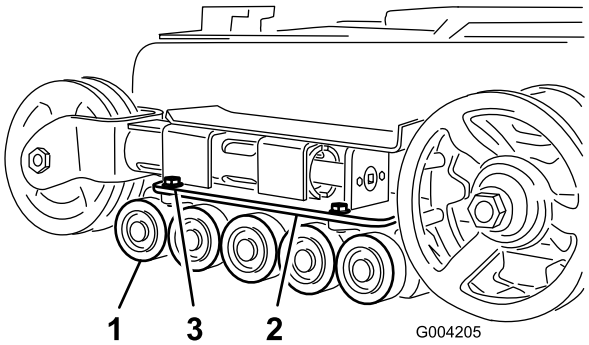

Figur 44
2. Ta bort de fyra skruvarna som fäster respektive nedre larvbandsstyrning som innehåller väghjulen, och ta bort hjulen (Figur 44).